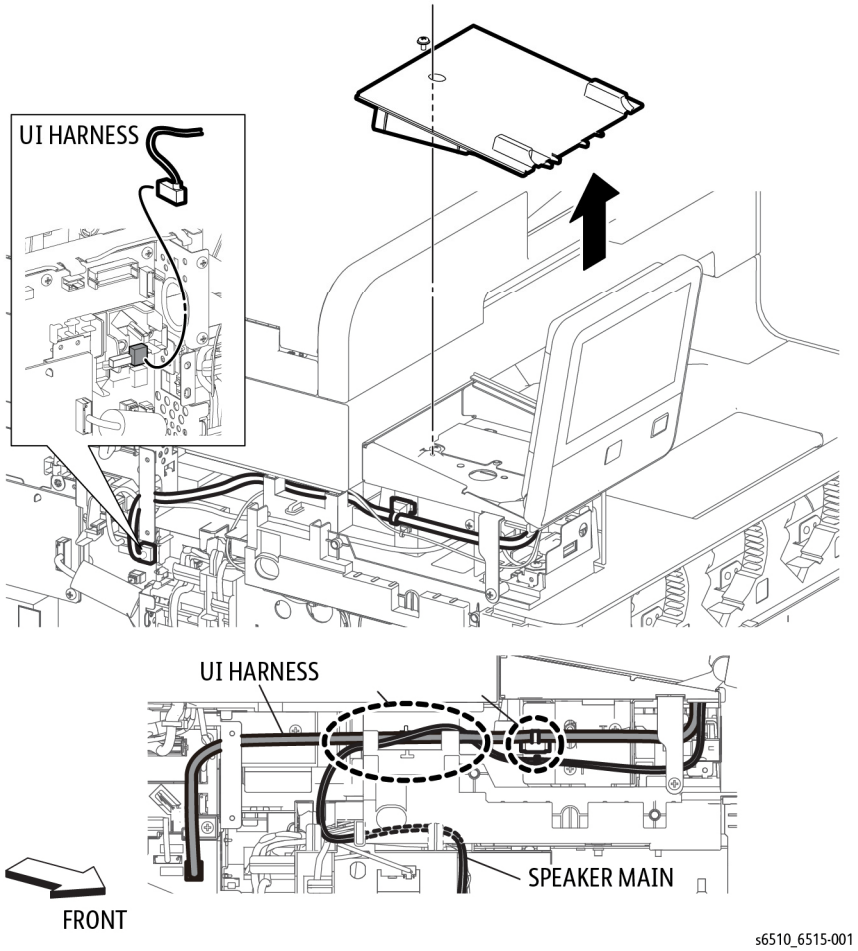

Figure 1 Remove the UI Inner Cover
2. Refer to Figure 1 to remove one screw (black, M3x6mm) attaching the UI Inner Cover to the UI Frame Assembly, and remove the cover.